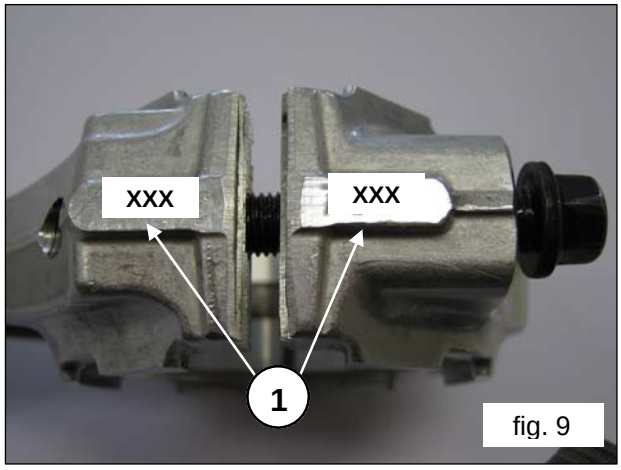

fig. 9
- Couple the con-rod caps to their shanks, referring to the numbering (fig. 9, pos.1).